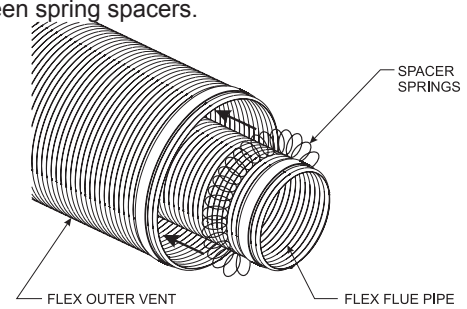
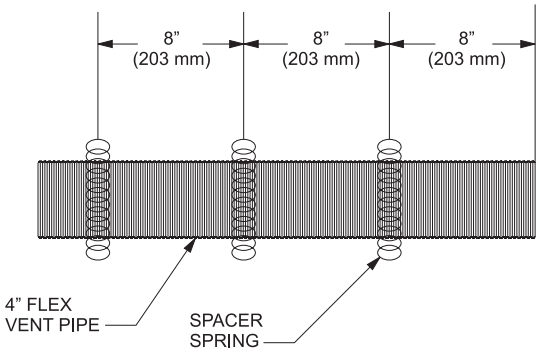

**Figure 64**
**Figure 65**
2. Check to see that the vent spacer springs are located around the flue vent at 8” and 12” intervals along its length. **See Figure 64.** If not, stretch the spacer springs to about 15” long and wrap them around the flue, then interlock the ends of each spring about 2”. **See Figure 65.** Maintain equal distance between spring spacers.